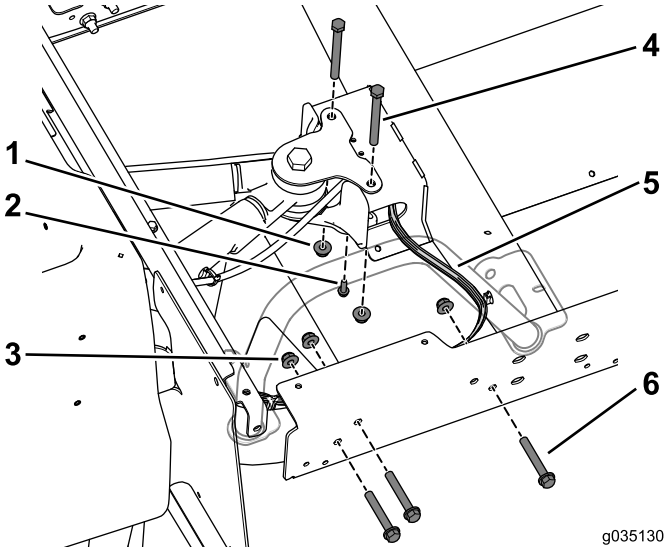

Figure 76
8. Use the 3 bolts (3/8 x 2-1/2 inches) and flange nuts to loosely install the extension rail to the rear frame (Figure 76). Do this on both sides of the machine.
Note: Ensure that the wire harness exits the center channel on the right side (Figure 76).
9. Use the self-tapping screw (1/4 x 3/4 inch) to brake line tee to the center channel (Figure 76).
10. Use the 2 bolts (3/8 x 3-3/4 inches), and flange nuts to loosely install the center channel to the rear mount (Figure 76).